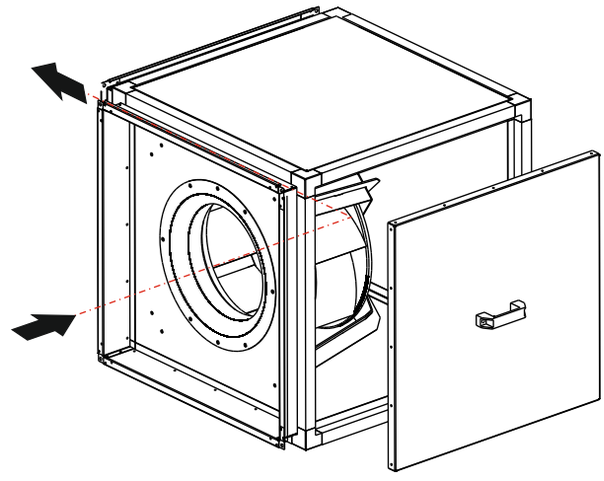

Рис. 4 - Исполнение 4
-выхлоп влево (исполнение 4 - рис. 4).